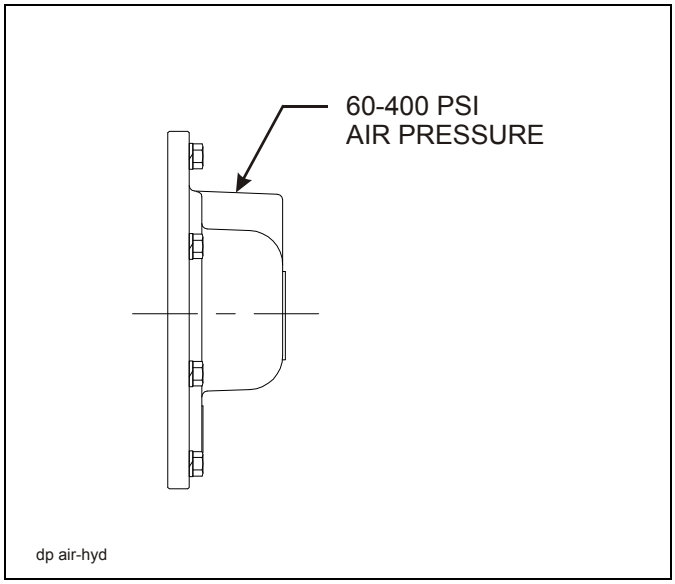

Figure 3-9: Air/Hydraulic Kickout
2. The air freespool clutch is operated by application of air pressure to the fitting supplied on the winch gearbox housing **(See Figure 3-9.)** The fitting is designed to accept 1/4” rigid plastic tubing.